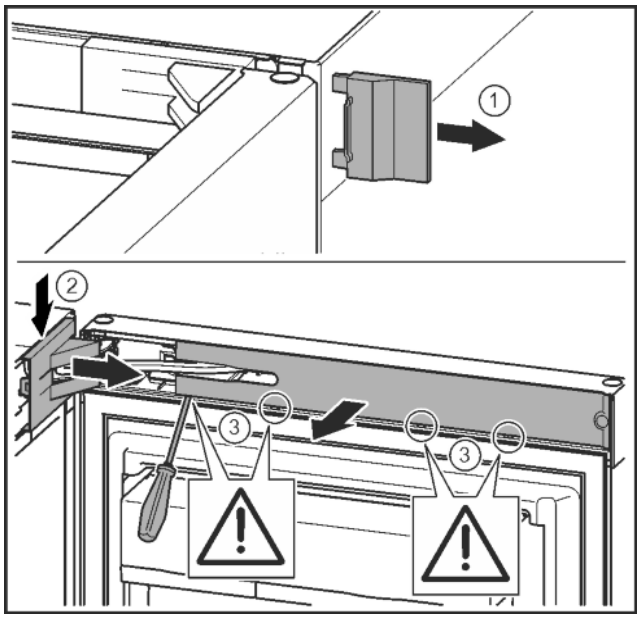

Fig. 7
▶ Retirer le cache extérieur. *Fig. 7 (1)*
▶ Détacher et libérer le cache du support de palier. Retirer le cache du support de palier. *Fig. 7 (2)*
▶ Dégager le cache avec le tournevis et l'incliner sur le côté. *Fig. 7 (3)*